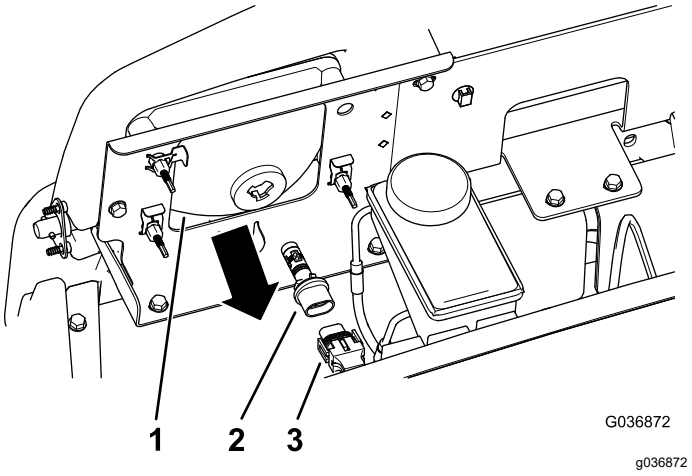

Figur 51
3. Frakobl det elektriske stik til ledningsnettet fra stikket på lampesamlingen bag på forlygtehuset (Figur 51).
4. Drej lampesamling ¼ gang mod uret, og træk den med en bagudgående bevægelse ud af forlygtehuset (Figur 51).
5. Sæt den nye lampesamling og forlygtehuset i, og ret tapperne i lampesamling ind efter hullerne i forlygtehuset (Figur 51).
6. Fastgør lampesamlingen ved at dreje den ¼ omgang med uret (Figur 51).
7. Tilslut det elektriske stik til ledningsnettet til stikket på den nye lampesamling (Figur 51).